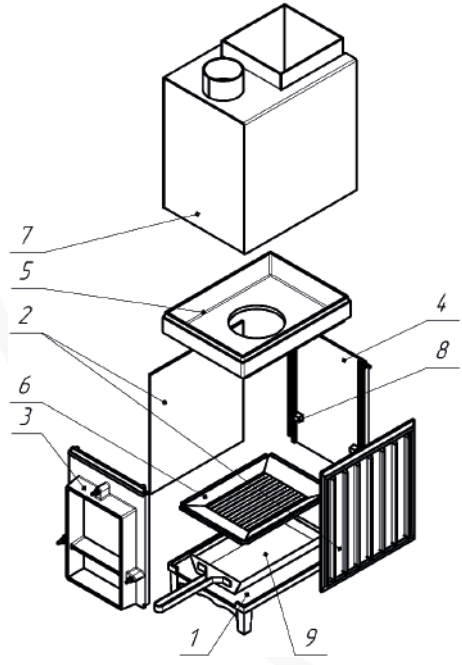

Рис.12 Схема сборки топочного агрегата печи Сударушка Руса-Семейная, Сударушка Семейная.
2.3.2.2 На подготовленном месте в парной установить основание поз.1 рис.12.
2.3.2.3 В пазы основания установить боковые стенки поз.2 рис.12, затем переднюю поз.3 рис.12 и заднюю поз.4 рис.12. Приливы поз.8, рис.12 на задней стенке должны быть расположены внизу.
2.3.2.5 Установить крышку топки поз.5 рис.12.
2.3.2.6 Установить емкость для камней поз.7 рис.12. на крышку топки поз.5 рис.12.
2.3.2.7 Установить в подколосниковое пространство зольный ящик поз.9, рис.12.
2.3.6.1 Декоративно защитное ограждение Сударушка Руса - семейная поставляется в собранном и окрашенном виде. После монтажа топочного агрегата рис.12 необходимо установить декоративно -защитное ограждения, соблюдая равномерность зазоров между топочным агрегатом и ограждением.